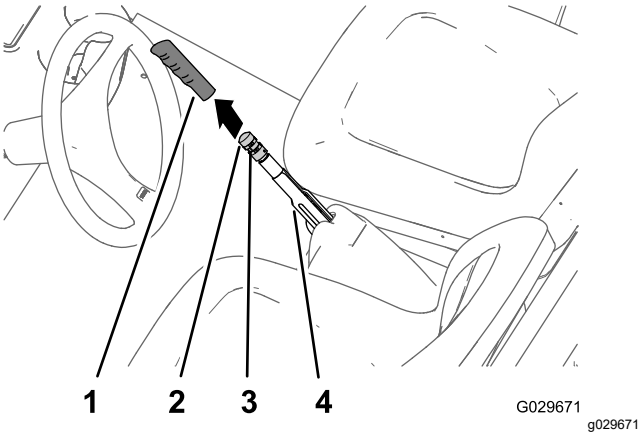

Figur 65
1. Ta bort handtagsgreppet från parkeringsbroms-spaken (Figur 65).
2. Lossa ställskruven som håller fast bromsjuste-ringsvredet på parkeringsbromsspaken (Figur 65).
3. Vrid bromsjusteringsvredet tills det når en kraft på 133–156 N för att koppla in parkeringsbromsspaken (Figur 65).
4. Dra åt ställskruven och montera handtagsgreppet (Figur 65).
1. Ta bort handtagsgreppet från parkeringsbromsspaken (Figur 65).
2. Lossa ställskruven (Figur 65) som håller fast bromsjusteringsvredet på parkeringsbromsspaken, koppla ur parkeringsbromsen och lossa bromsjusteringsvredet.
5. Vrid bromsjusteringsvredet (Figur 65) tills en kraft på 133–156 N krävs för att koppla in parkeringsbromsspaken.
C. Vrid bromsjusteringsvredet (Figur 65) så att det behövs en kraft på 133–156 N för att koppla in parkeringsbromsspaken.
- Dra åt ställskruven och montera handtagsgreppet (Figur 65).